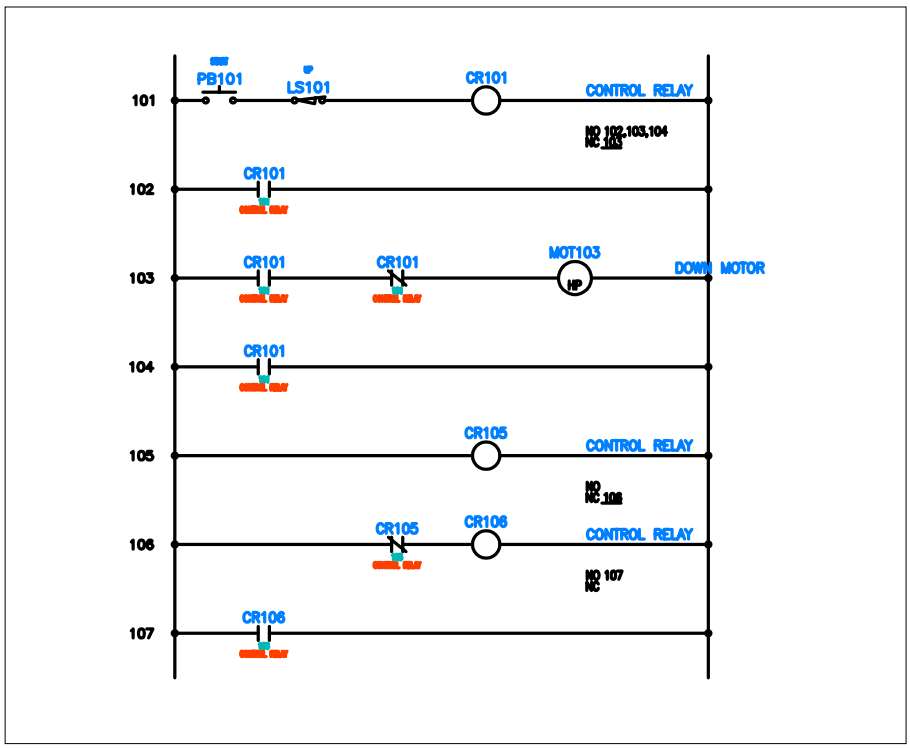

Figure 6-59 *Components inserted in the drawing*
4. After entering description and other information in the **Insert / Edit Component** or **Insert / Edit Child Component** dialog box, choose the **OK** button; the components are inserted in the drawing, as shown in Figure 6-59.